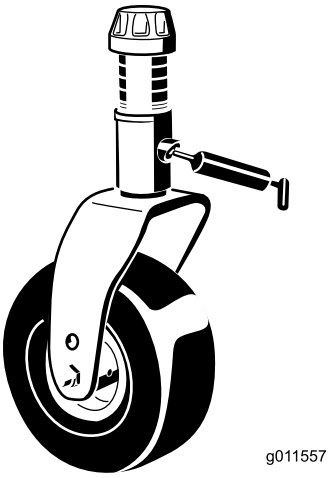

Bild 39
- Zwei Laufradgabel-Wellenbüchsen (Bild 39)